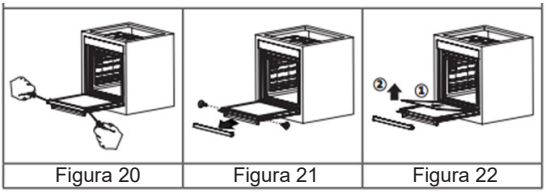

Figura 20 | Figura 21 | Figura 22
2. Retire os parafusos do lado esquerdo e do lado direito, conforme ilustrado na figura 20. Retire o perfil puxando-o na sua direção, como mostra a figura 21. O vidro fica livre depois de o perfil ser removido, como mostra a figura 22. Puxe cuidadosamente o vidro que ficou livre na sua direção. Se necessário, o vidro central pode ser retirado da mesma forma. O vidro externo é fixado no perfil da porta da câmara de cozimento. Pode limpar facilmente o vidro depois de o ter separado.